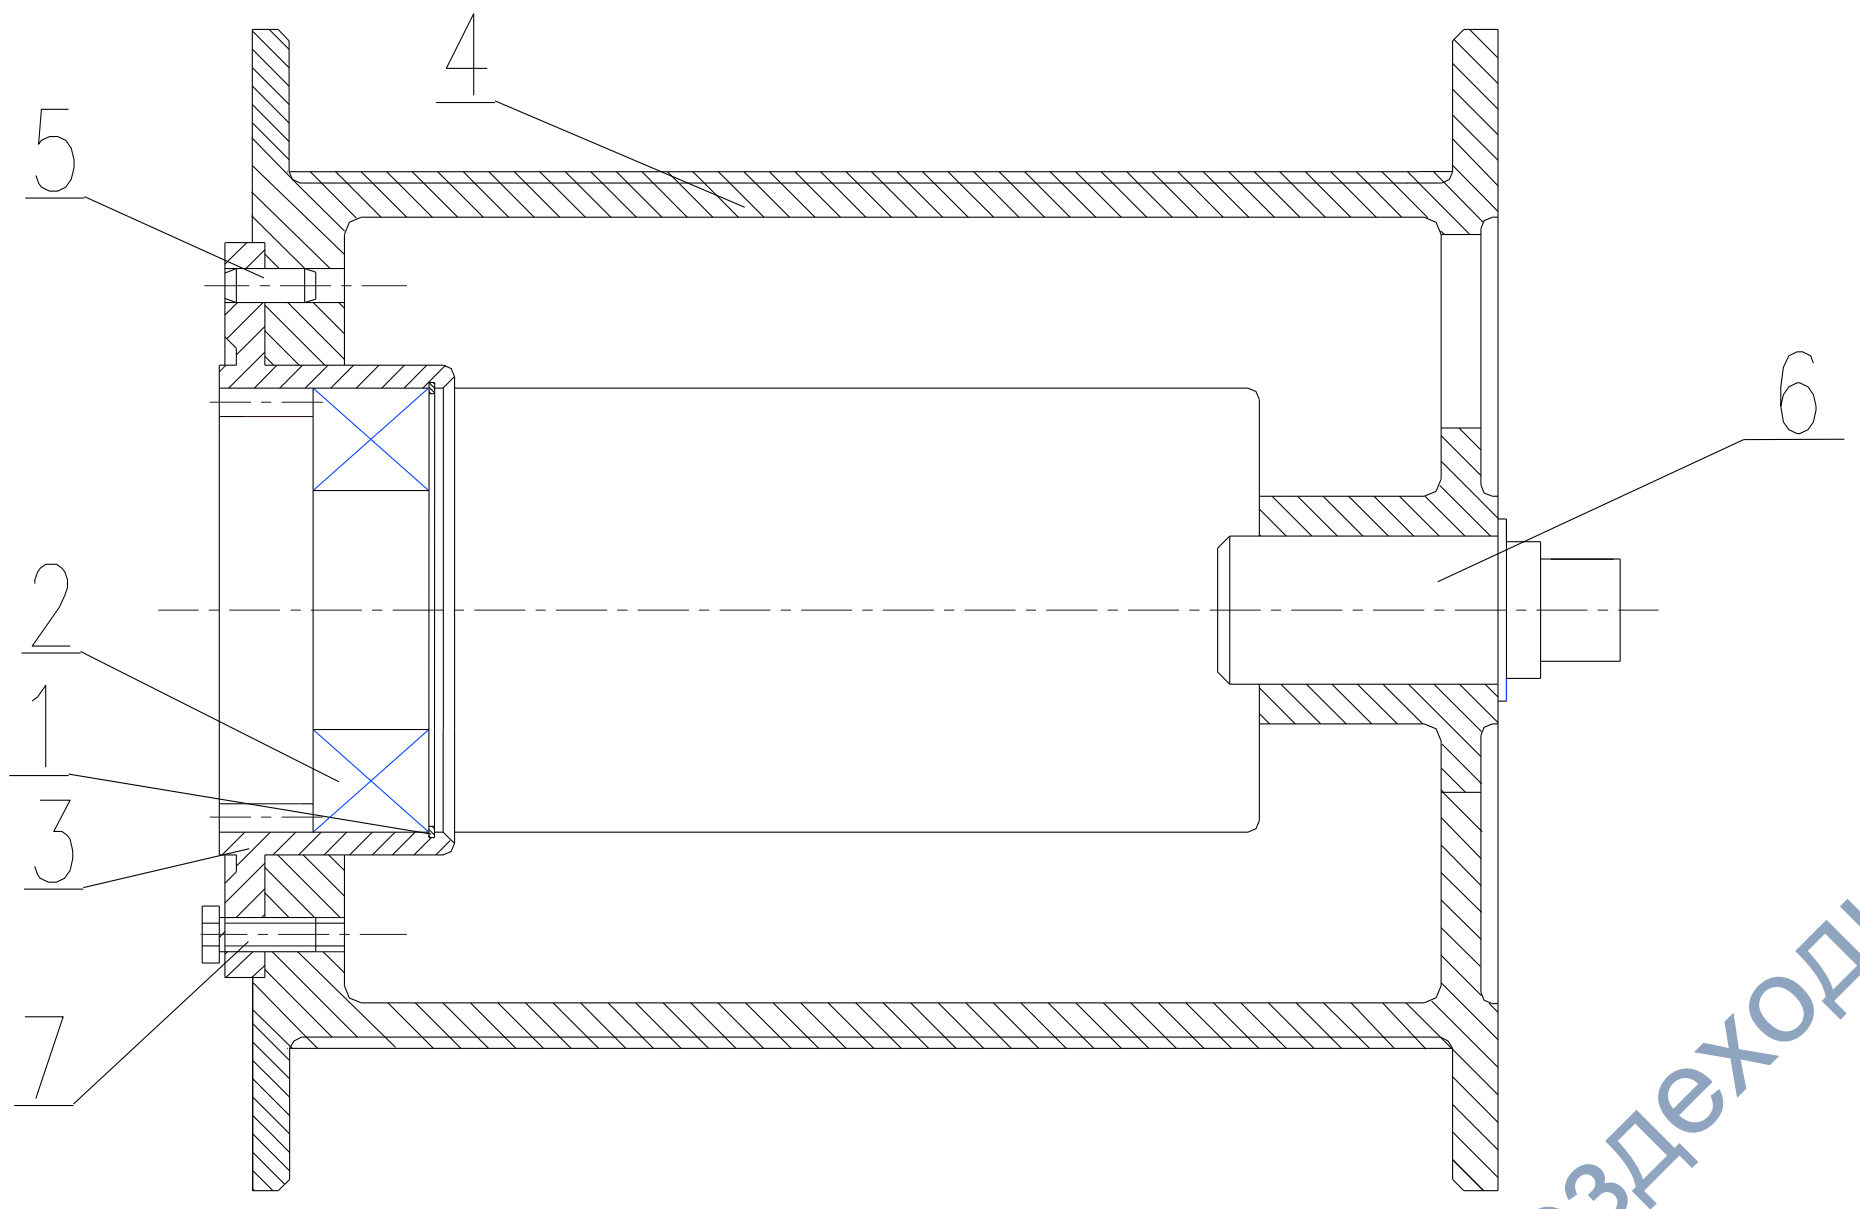

Рис.14.3 Барабан грузовой лебедки
1.Выбить штифты 5(рис.14.3), вывернуть болты 7 и вынуть полумуфту зубчатую 3 в сборе из отверстия барабана 4.
1.Запрессовать подшипник 2 (рис.14.3) в отверстие полумуфты зубчатой 3 и застопорить кольцом 1.
1.Барабан 4 (рис.14.3) выбраковывается при следующих дефектах: